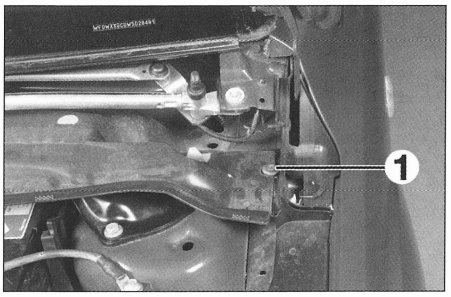

FIG. 23
- el tornillo (1) **(fig. 23)** (de los 2 lados).